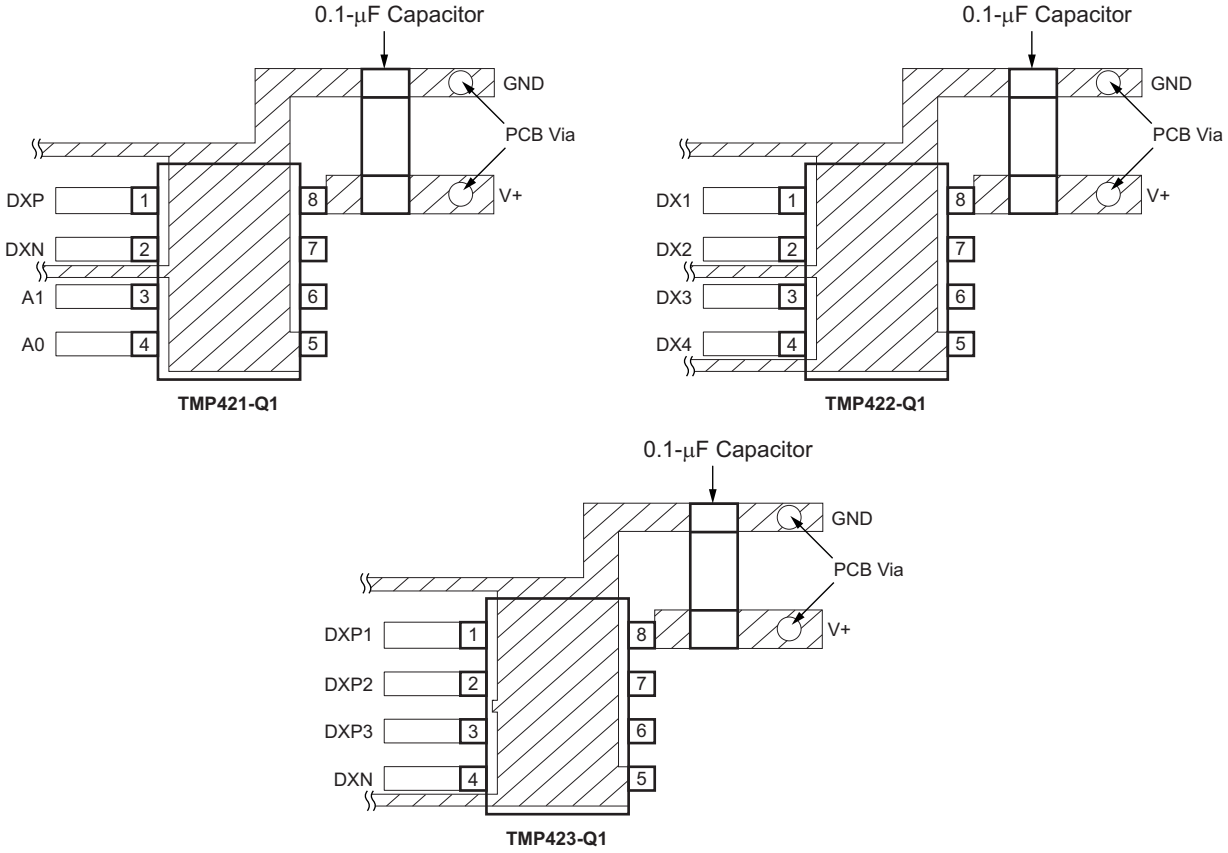

Figure 24. Suggested Bypass Capacitor Placement and Trace Shielding
4. Use a 0.1-μF local bypass capacitor directly between the V+ and GND of the TMP421-Q1, TMP422-Q1, and TMP423-Q1; see Figure 24. Minimize filter capacitance between DXP and DXN to 1000 pF or less for optimum measurement performance. This capacitance includes any cable capacitance between the remote temperature sensor and the TMP421-Q1, TMP422-Q1, and TMP423-Q1.